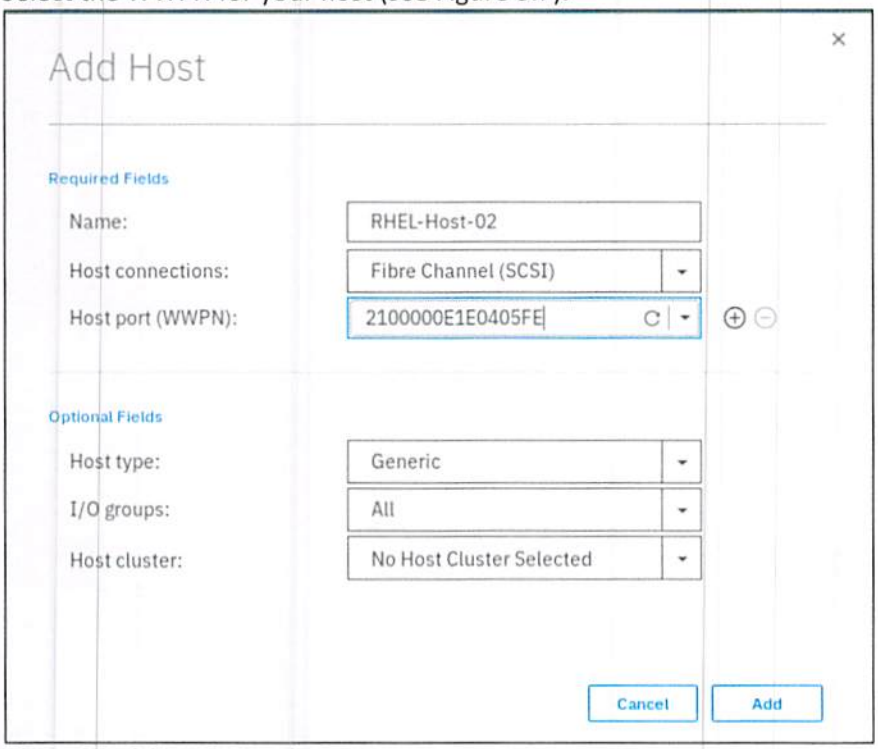

Figure 3.7 Add a port to a lis
3. Select the WWPN for your host (see Figure 3.7).